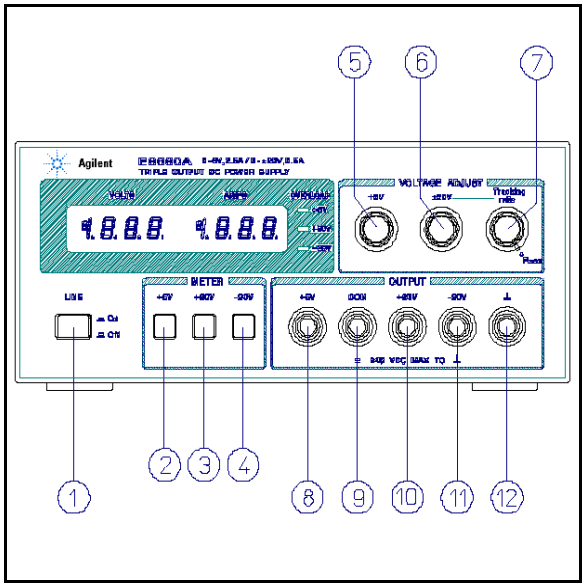

Abbildung 2. Bedienungselemente und Anzeigen auf der Frontplatte
Nachfolgend wird beschrieben, wie die in Abbildung 2 gezeigten Bedienungselemente und Anzeigen benutzt werden. Außerdem wird ein kurzer Test beschrieben, mit dem Sie überprüfen können, ob die Stromversorgung ordnungsgemäß funktioniert. Führen Sie nach Erhalt des Gerätes diese Funktionsprüfung (oder den im Abschnitt mit Service-Informationen beschriebenen, umfassenderen Test) aus, bevor Sie zum ersten Mal eine Last anschließen.
Diese Stromversorgung kann einzeln betrieben oder mit einer anderen Stromversorgung parallel oder in Serie geschaltet werden (siehe Abschnitte über Parallel- und Serienschaltung). Alle Ausgangsanschlüsse gegenüber Chassis-Masse isoliert. Die Ausgänge ±20V und +6V besitzen einen gemeinsamen Masseanschluss. Dieser gemeinsame Masseanschluss (COM) oder einer der anderen Ausgangsanschlüsse kann – aber muss nicht – mit dem Chassis-Masse-Anschluss (⑫ in Abbildung 2) verbunden werden. An die Ausgangsanschlüsse +20V und COM bzw. –20V und COM können entweder zwei separate Lasten angeschlossen werden, oder es kann eine einzige Last an die Ausgangsanschlüsse +20V und –20V angeschlossen werden. Im letztgenannten Fall ergibt sich ein Ausgangsspannungsbereich von 0 bis 40 V. Mit den Display-Wahltasten können Sie die Ausgangsspannungs- und Ausgangsstromanzeigen jeweils einem der drei Ausgänge zuordnen. Zur Überwachung der Ausgangsspannung 0 bis 40V müssen Sie die angezeigten Ausgangsspannungen für den Ausgang +20V und den Ausgang –20V addieren; den Strom können Sie entweder am Ausgang +20V oder –20V messen.